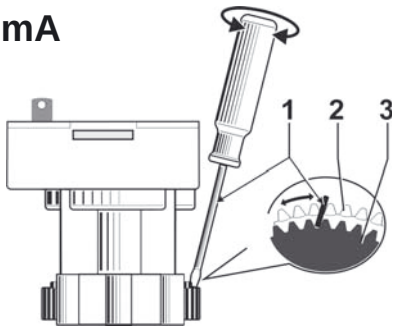

Fig. 12: Ajuste de la corriente de salida a 0 ó 4 mA
2. Girar la rueda de ajuste negra (Fig. 12, Pos. 3) en frente de la rueda dentada de accionamiento blanca (Pos. 2) a mano o con ayuda de un destornillador para ajustar la corriente de salida